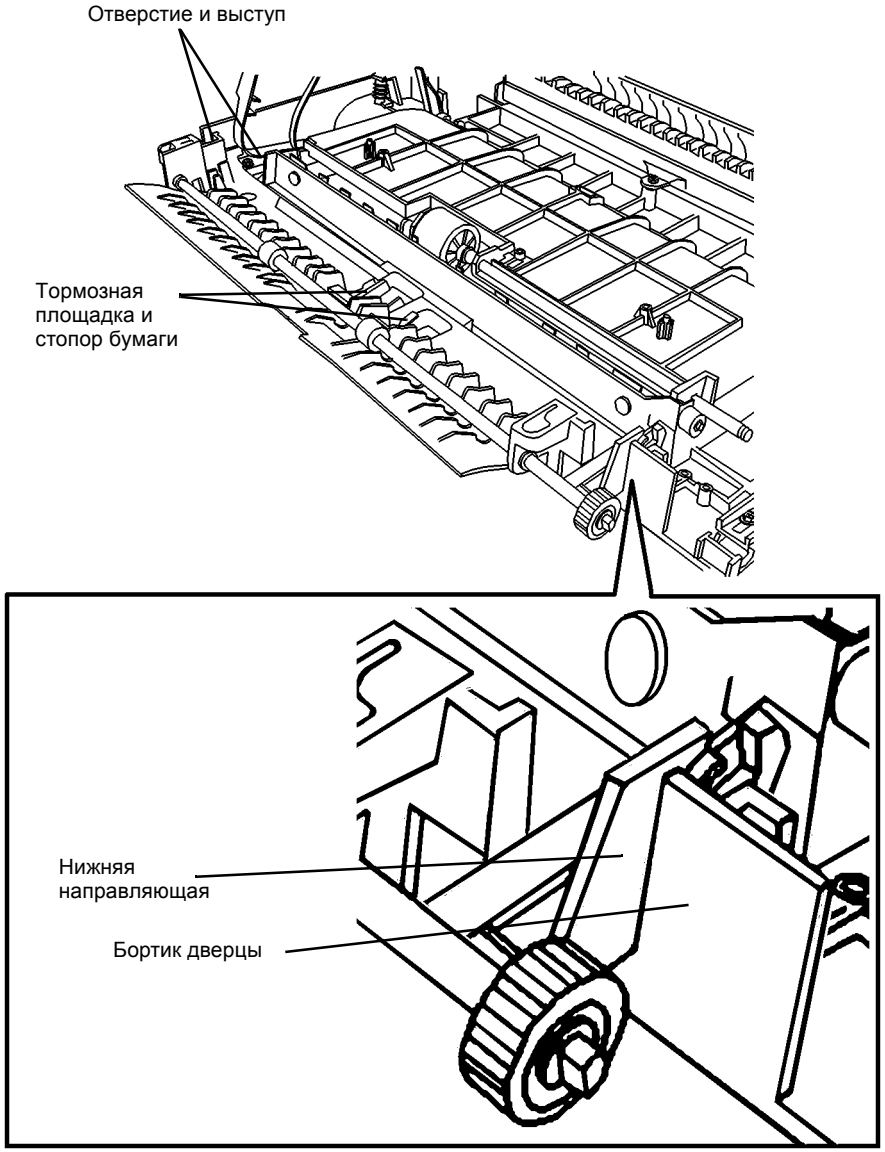

Рисунок 6 Установка нижней направляющей
3. Установите нижнюю направляющую (Рисунок 6).